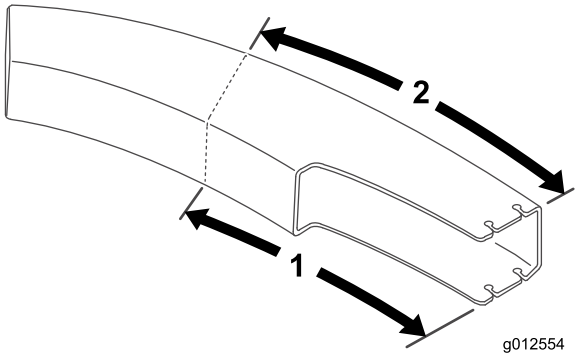

Figuur 28
1. Gebruik de afmetingen in Figuur 28 om de locatie van het uitwerpkanaal te markeren met een rolmaat.